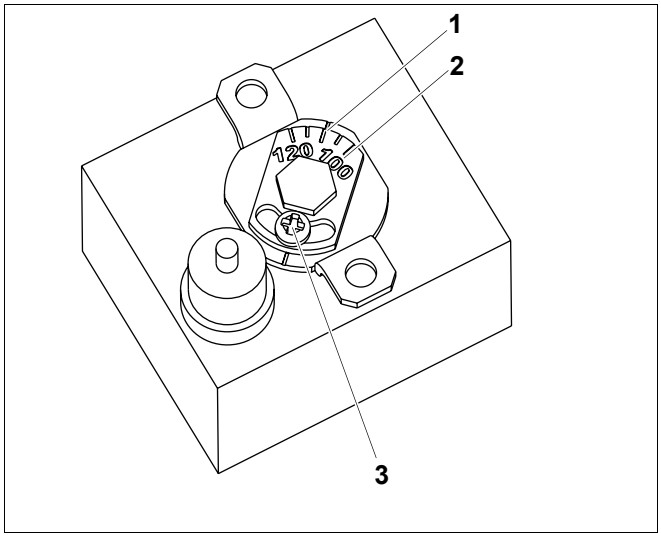
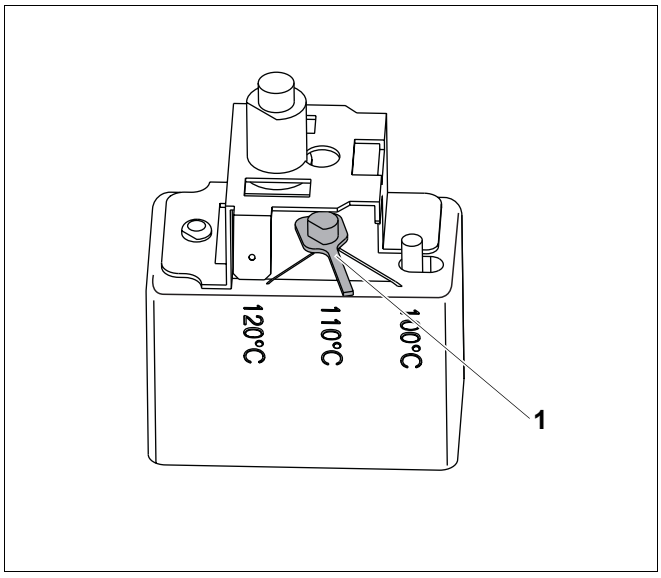

Rys. 64 Wariant A ogranicznika temperatury maksymalnej STB
Rys. 65 Wariant B ogranicznika temperatury maksymalnej STB
- Najpierw należy sprawdzić, który wariant ogranicznika temperatury maksymalnej zastosowano (por. rys. 64 i rys. 65).
Wariant A (rys. 64)
- Odkręcić śrubę (rys. 64, **poz. 3**).
- Ustawić blaszkę ze skalą temperatury (rys. 64, **poz. 2**) w oznakowanej pozycji (rys. 64, **poz. 1**).
- Ponownie przykręcić śrubę (rys. 64, **poz. 3**).
Wariant B (rys. 65)
- Ustawić dźwignię nastawczą (rys. 65, **poz. 1**) na odpowiednią temperaturę.